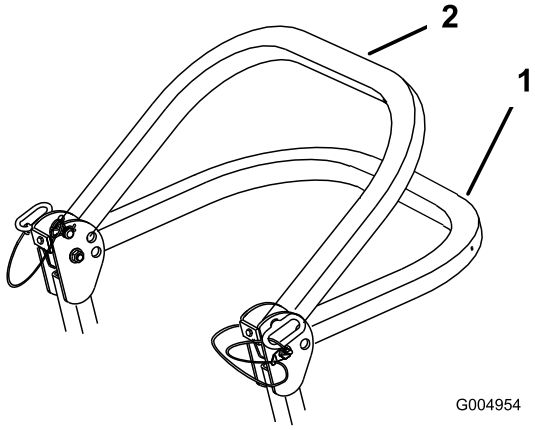

Figuur 8
2. Klap de rolbeugel omlaag. De rolbeugel kan in twee standen omlaag worden geklapt. Zie Figuur 8 voor deze standen.